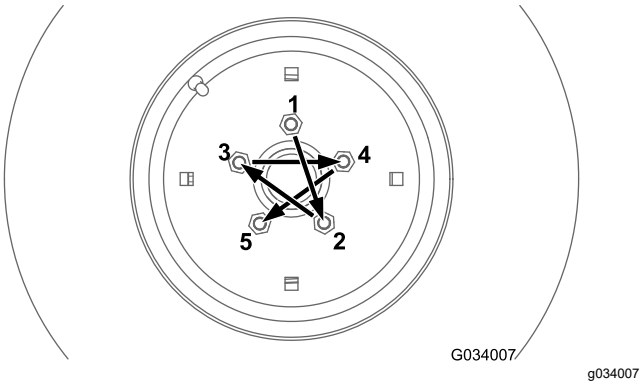

Bild 65
Ziehen Sie die Radmuttern an den Vorder- und Hinterrädern (nur Allradmaschinen) in einem kreuzförmigen Muster, wie in Bild 65 dargestellt, auf das angegebene Drehmoment an.Bild 66
- Vorderräder: siehe Bild 65